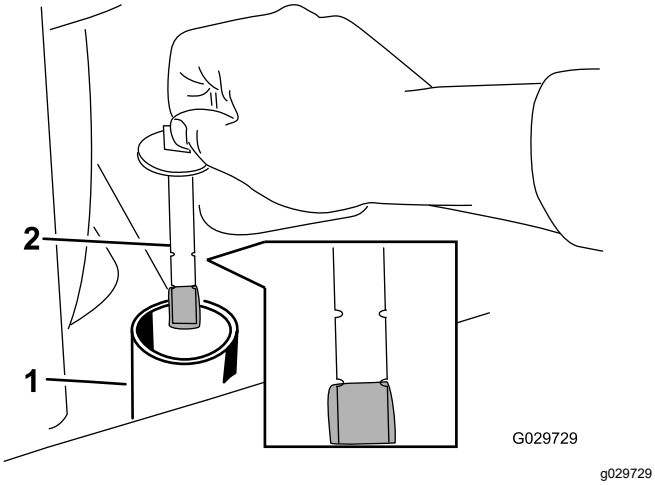

Figuur 73
6. Verwijder de dop van de hydraulische tank en de peilstok (Figuur 73).